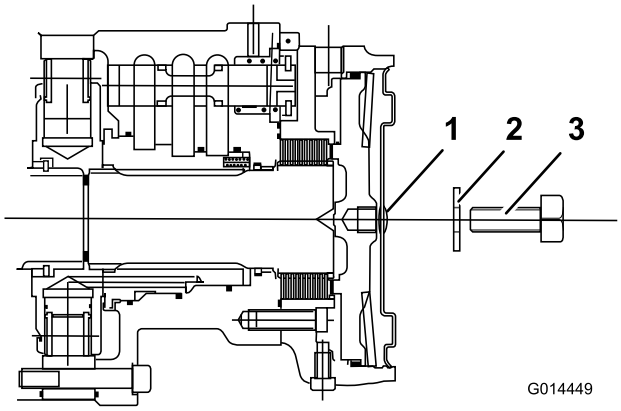

Figuur 63
4. Steek een M12 x 40 mm lange stelschroef met ring in het gat in het midden van de zijkant van de motor (Figuur 63).
5. Draai de stelschroef vast in het draadgat in de remzuiger totdat de rem is uitgezet (Figuur 63).
6. Ga naar de remschijf op de linker voorwielmotor en herhaal bovenstaande procedure (Figuur 63).